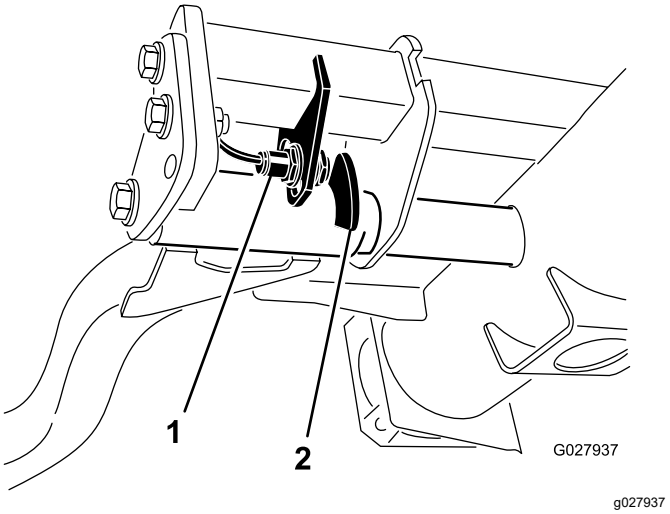

Rysunek 68
2. Przełącznik ramienia podnoszącego znajduje się pod zbiornikiem hydraulicznym za prawym przednim ramieniem podnoszącym (Rysunek 68).
3. Poluzuj śruby mocujące przełącznik i przesuń przełącznik w dół, aby zwiększyć wysokość obrotu ramienia podnoszącego lub przesuń przełącznik w górę, aby zmniejszyć wysokość obrotu ramienia podnoszącego (Rysunek 68).